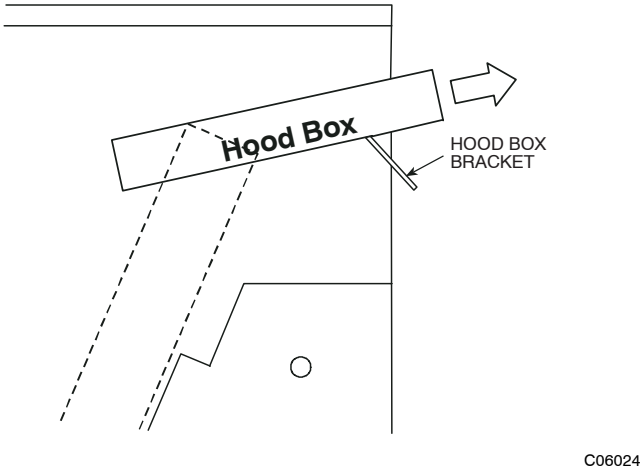

Fig. 8 - Hood Box Removal
2. To remove the component box from its shipping position, remove the screw holding the hood box bracket to the top of the economizer. Slide the hood box out of the unit. See Fig. 8.